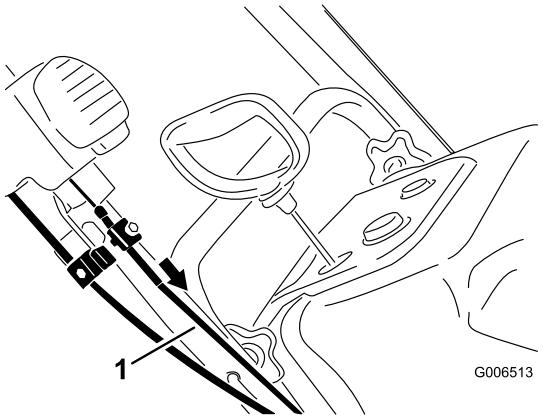

Rysunek 42
5. Ciągnij górną osłonę linki do przodu, aż zlikwidujesz luz linki, po czym dokręć mocno śrubę na górnym zacisku linki (Rysunek 42).